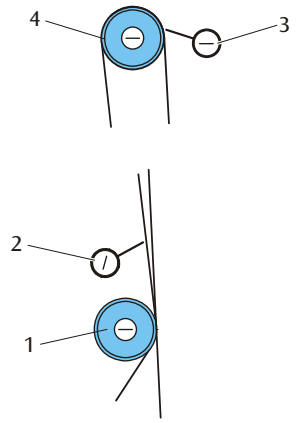

Fig. 1 Positionieren der Schneiden (1 Andruckrolle, 2 Untere Schneide, 3 Obere Schneide, 4 Umlenkrolle)
- Schneiden gemäß Fig. 1 ausrichten. Möglichst nahe an das Band heranbringen, ohne es jedoch zu berühren.